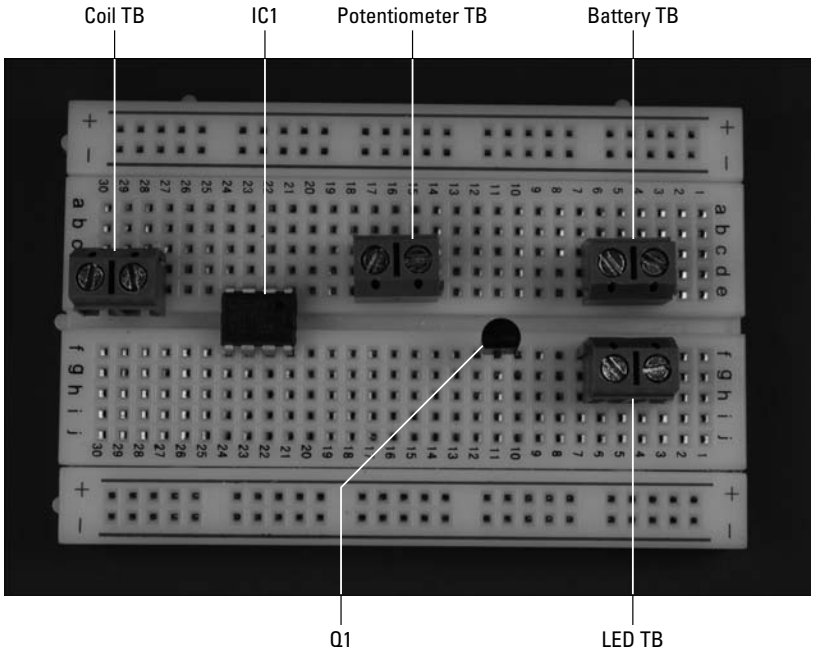

Figure 12-4: Place the IC, transistor, and terminal blocks on the breadboard.
1. **Place TDA0161 (IC1), 2N3904 (Q1), and four terminal blocks (TB) on the breadboard, as shown in Figure 12-4.**